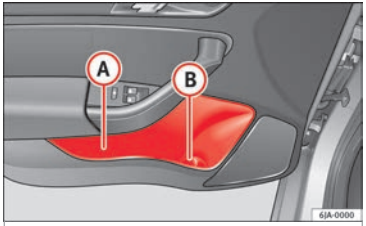

Fig. 76 Storage compartment in door trim.
There is a bottle carrier in part (B) ››› Fig. 76 of the storage compartment in the front door.
Only use part (A) ››› Fig. 76 of the compartment in the front door to store objects that do not protrude from it so as not obstruct the deployment area of the side airbags.